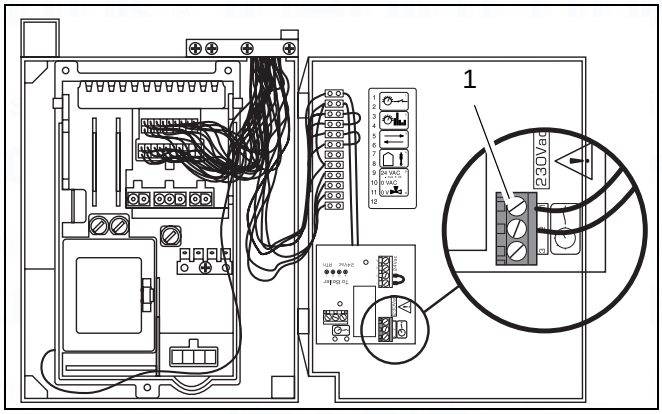

Fig. 20 Connection box in burner-control unit - 230V connection
– A room-temperature control device at 230V connected to the connection plate see fig. 20, item 1.
- Connect the 230V room-temperature control device at fig. 20, item 1.